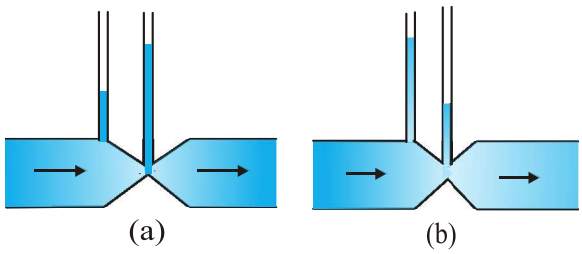

Fig. 10.23
10.15 Figures 10.23(a) and (b) refer to the steady flow of a (non-viscous) liquid. Which of the two figures is incorrect ? Why ?